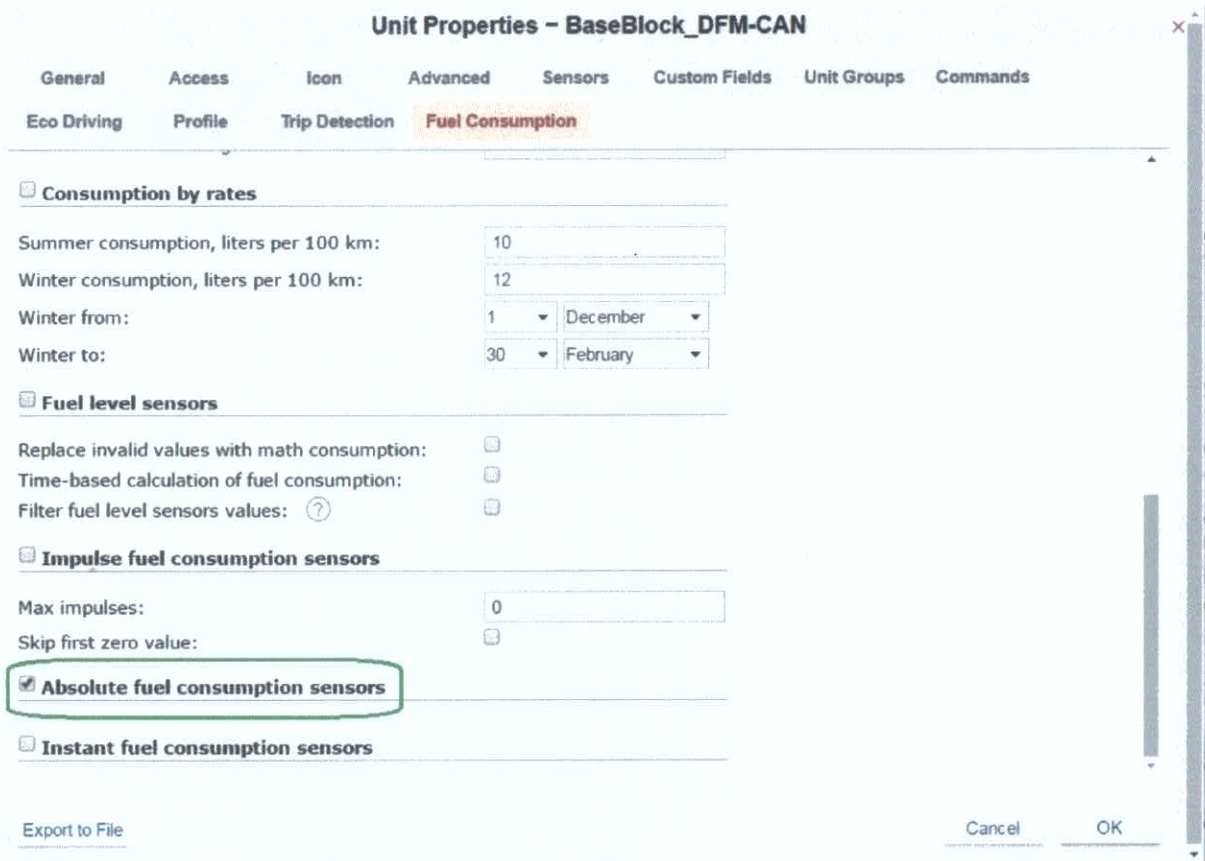

Рисунок 5
5.1.1. В свойствах объекта, на вкладке «Расход топлива» необходимо включить галочки напротив создаваемых датчиков (Рис. 5):